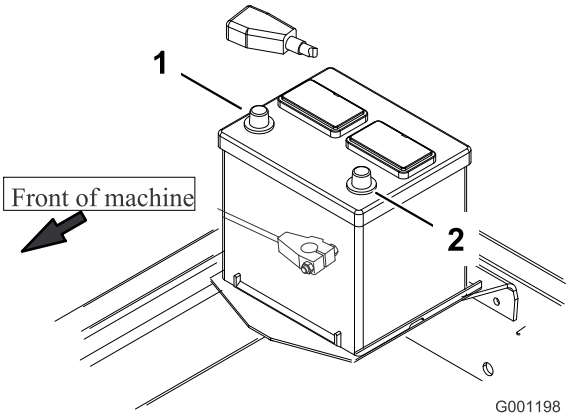

Figur 11
8. Börja med att fästa den positiva kabeln (röd) på den positiva (+) polen och fortsätt sedan med att fästa den negativ kabeln (svart) på den negativa (–) polen på batteriet (Figur 11). Trä gummiskon över plusanslutningen för att förhindra eventuell kortslutning.